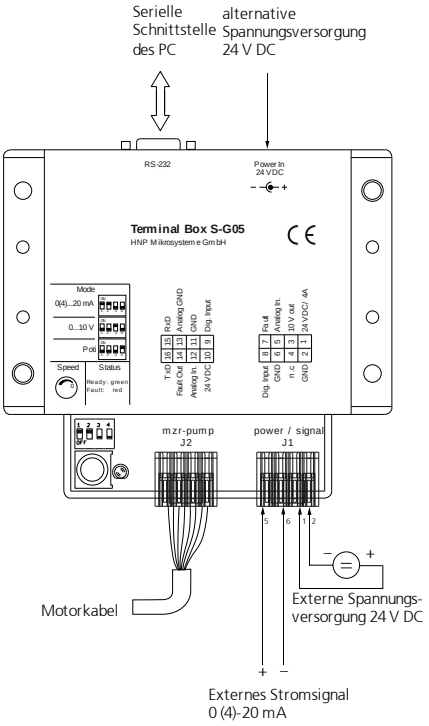

Bild 18 Betrieb über externes Stromsignal 0 (4)-20 mA
4. Schließen Sie das externe Stromsignal an Anschlussklemme »AnalogIn« und »GND« an das S-G05 an. (siehe Bild 18)